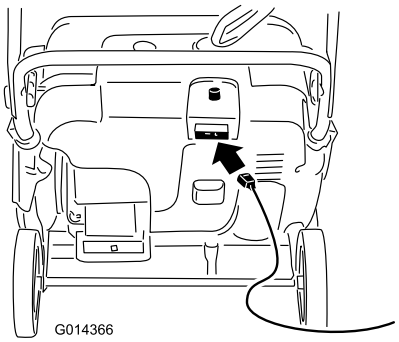
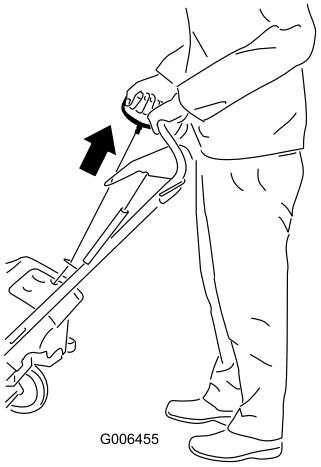

Figure 17
Figure 18
4. Raccordez la rallonge au secteur et à la machine, puis appuyez sur le bouton du démarreur électrique (modèle 38454 uniquement) (Figure 17), ou tirez la poignée du lanceur (Figure 18).